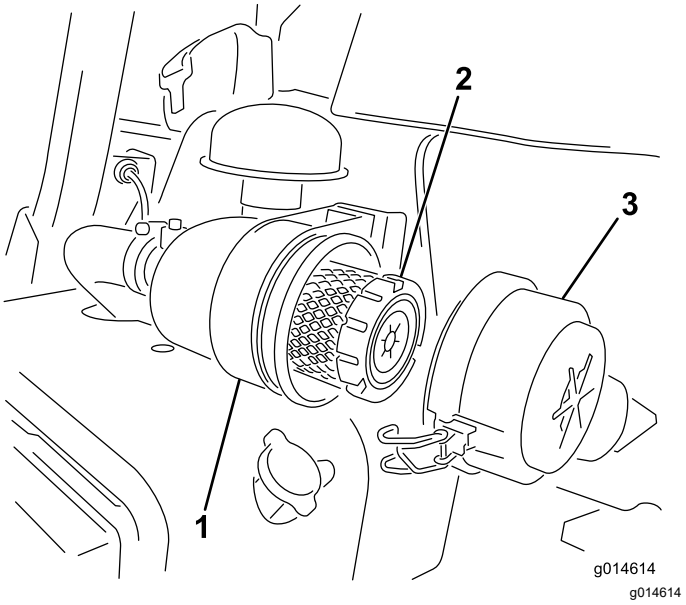

Figura 29
1. Rilasciate i fermi che fissano il coperchio del filtro dell'aria al relativo corpo (Figura 29).
7. Fissate i fermi (Figura 29).